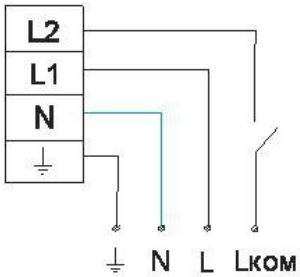

Рис.2
3.3 Если предполагается управлять лампой рабочего освещения, то удалите перемычку L1-L2, и присоедините фазовый провод коммутируемой сети к клемме L2, см рис.2.